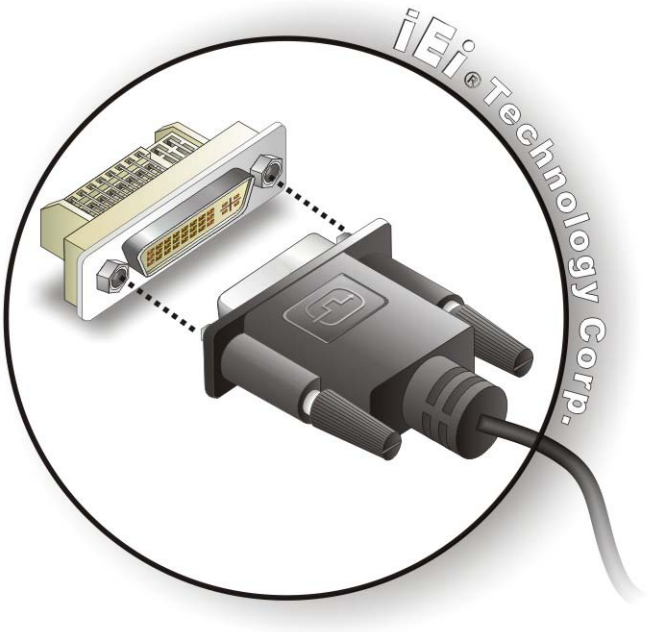

Figure 4-10: DVI Connector
Step 3: **Insert the DVI connector.** Once the connectors are properly aligned with the male connector, insert the male connector from the digital display device into the female connector on the KINO-AQ870. See **Figure 4-10**.